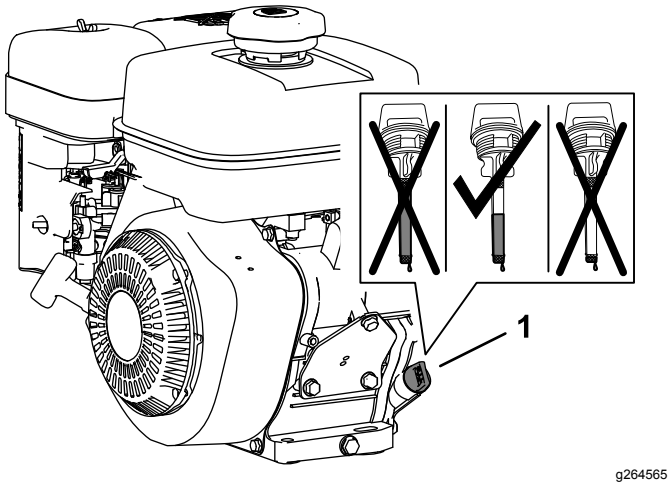

Rysunek 10
1. Wyjmij wskaźnik poziomu z szyjki wlewu silnika i wytrzyj wskaźnik poziomu czystą szmatą (Rysunek 10).
2. Powoli wlej przez szyjkę wlewu 0,6 litra określonego oleju do skrzyni korbowej silnika (Rysunek 10).
4. Wyjmij wskaźnik poziomu z szyjki wlewu i spójrz na poziom oleju widoczny na wskaźniku (Rysunek 10).
Informacja: Poziom oleju silnikowego musi zawierać się pomiędzy zaznaczonymi liniami na wskaźniku poziomu (Rysunek 10).
6. Ręcznie dokręć wskaźnik poziomu w szyjce wlewu (Rysunek 10).